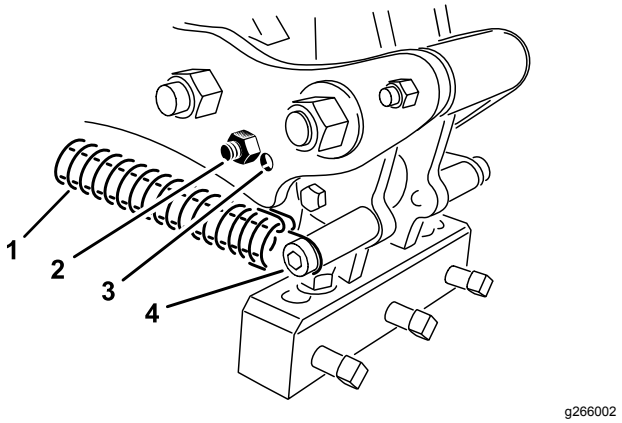

Figuur 37
Stel de tandenhoek in voor de lengte van de tanden en gebruik hiervoor een van de twee instelopeningen in de koppelarm. Deze openingen zijn vooraf ingesteld. Als u tanden van 17,8 mm tot 25,4 mm gebruikt, plaatst u de bumper van de kop het dichtst bij de achterzijde van de tandenkop. U moet misschien de andere stand gebruiken - de opening die het verst weg ligt van de kop (Figuur 37) omwille van verschillende grondomstandigheden.
3. Maak de veerspanning naar de tandenkop los (Figuur 37).
4. Verwijder de bumperbout en de bumper van de koppelingsarm en plaats deze terug in de andere instelopening (Figuur 37).